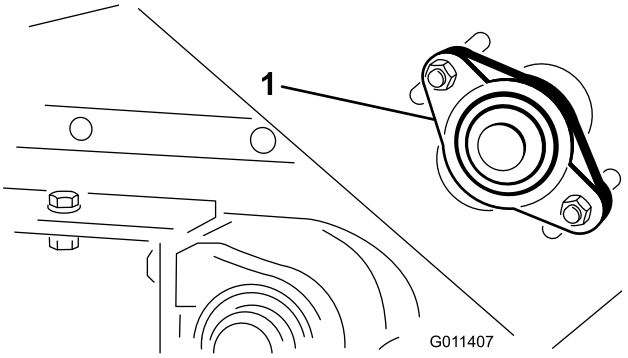

**Figuur 22**
1. Zet de moeren waarmee de lagerbehuizing (Figuur 22) aan de rechterkant van de machine bevestigd is los.